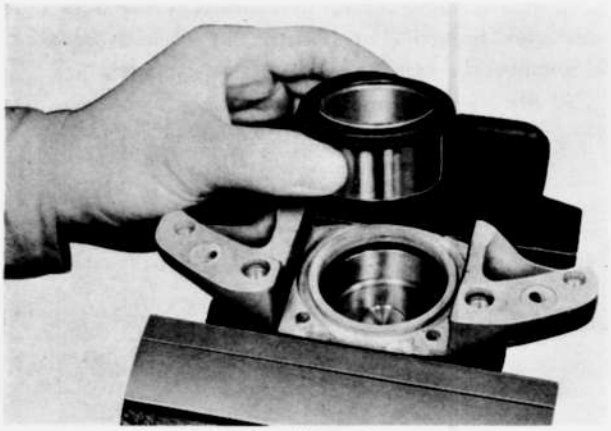

Fig. 10-17 Installing piston
3. Lubricate the cylinder bore and install the piston into the cylinder. (Refer. Fig. 10-17)